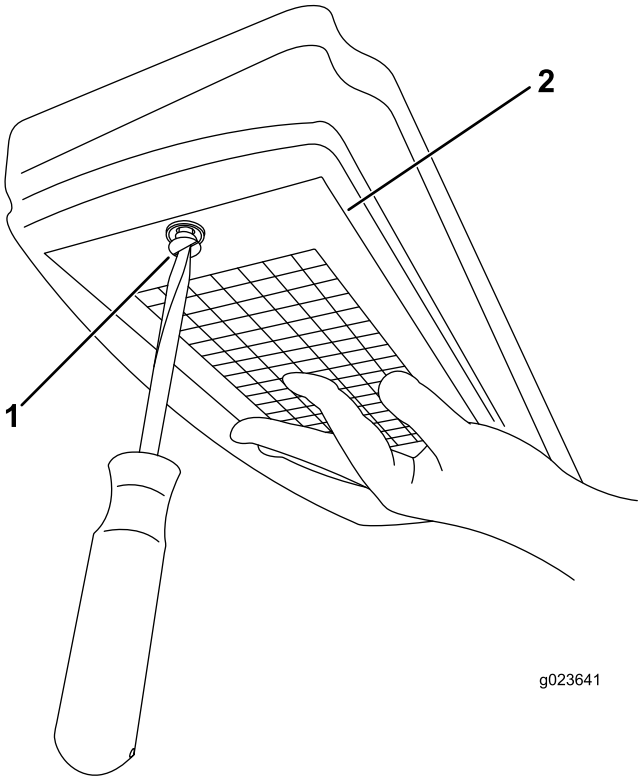

Figure 162
3. Retirez la vis et le couvercle du boîtier du filtre à air (Figure 162).